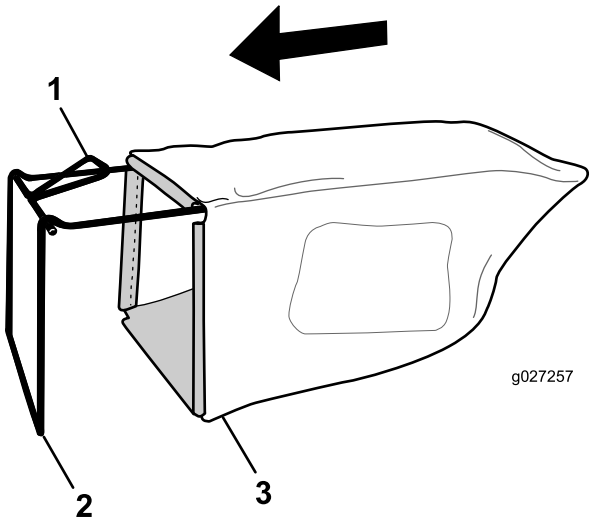

Figur 9
1. Plasser posen over rammen som vist i Figur 9.
Merk: Ikke plasser posen over håndtaket (Figur 9).